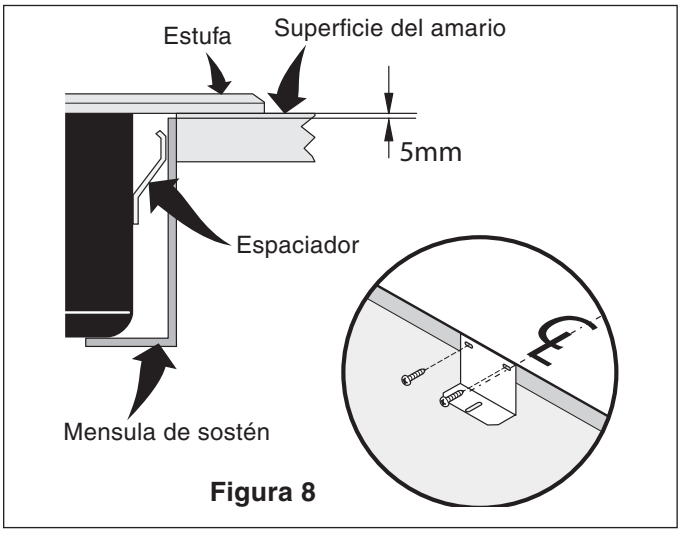

Figura 8
2. Instale las ménsulas de sostén. Ver Figura 8.
Las ménsulas de sostén TIENEN QUE instalarse, a satisfacción de los códigos locales o, en su ausencia, con el Código Eléctrico Nacional ANSI/ NFPA No. 70--última edición (Figura 8).